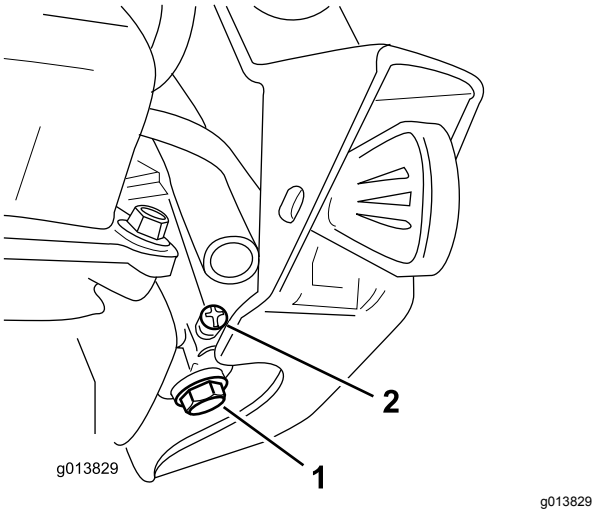

Bild 29
B. Lockern Sie die kleine Schraube an der Seite der Vergaserkraftstoffglocke (entfernen Sie die Schraube nicht) (Bild 29), bis der Kraftstoff aus dem Vergaser läuft.